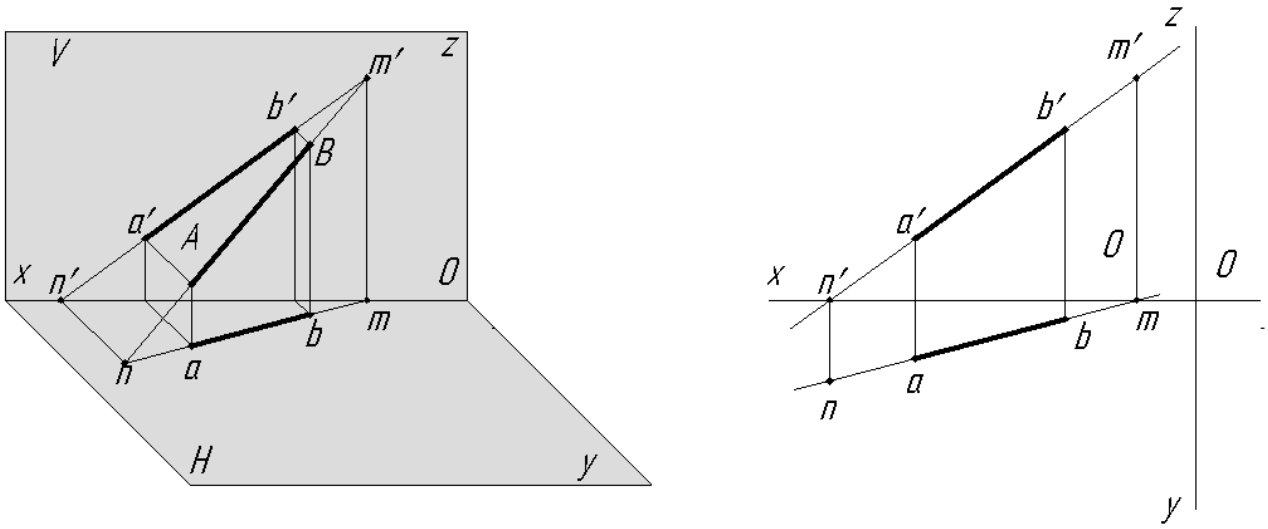

Рисунок 1
2. Постройте наглядное изображение и комплексный чертеж отрезка АВ (см. рис.1);
Следом прямой линии называется точка пересечения прямой с плоскостью проекций. Чтобы найти фронтальный след прямой (рис. 1), необходимо продолжить ее горизонтальную проекцию abдо пересечения с осьюхв точке m, а затем из точки mвосставить перпендикуляр к оси хи найти точку m'пересечения этого перпендикуляра с продолжением фронтальной проекции отрезка. Тогда m' — искомый фронтальный след прямой AB или точнее — фронтальная проекция фронтального следа; точка m— горизонтальная проекция горизонтального следа; точка m' — фронтальная проекция горизонтального следа.
На комплексном чертеже отрезка AB эти построения выполняются аналогично (рис. 1).